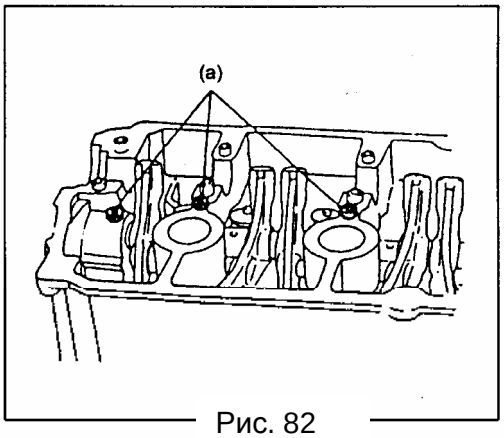

Рис. 82
6) Установите болт вала рокеров и затяните необходимым моментом (Рис.82).